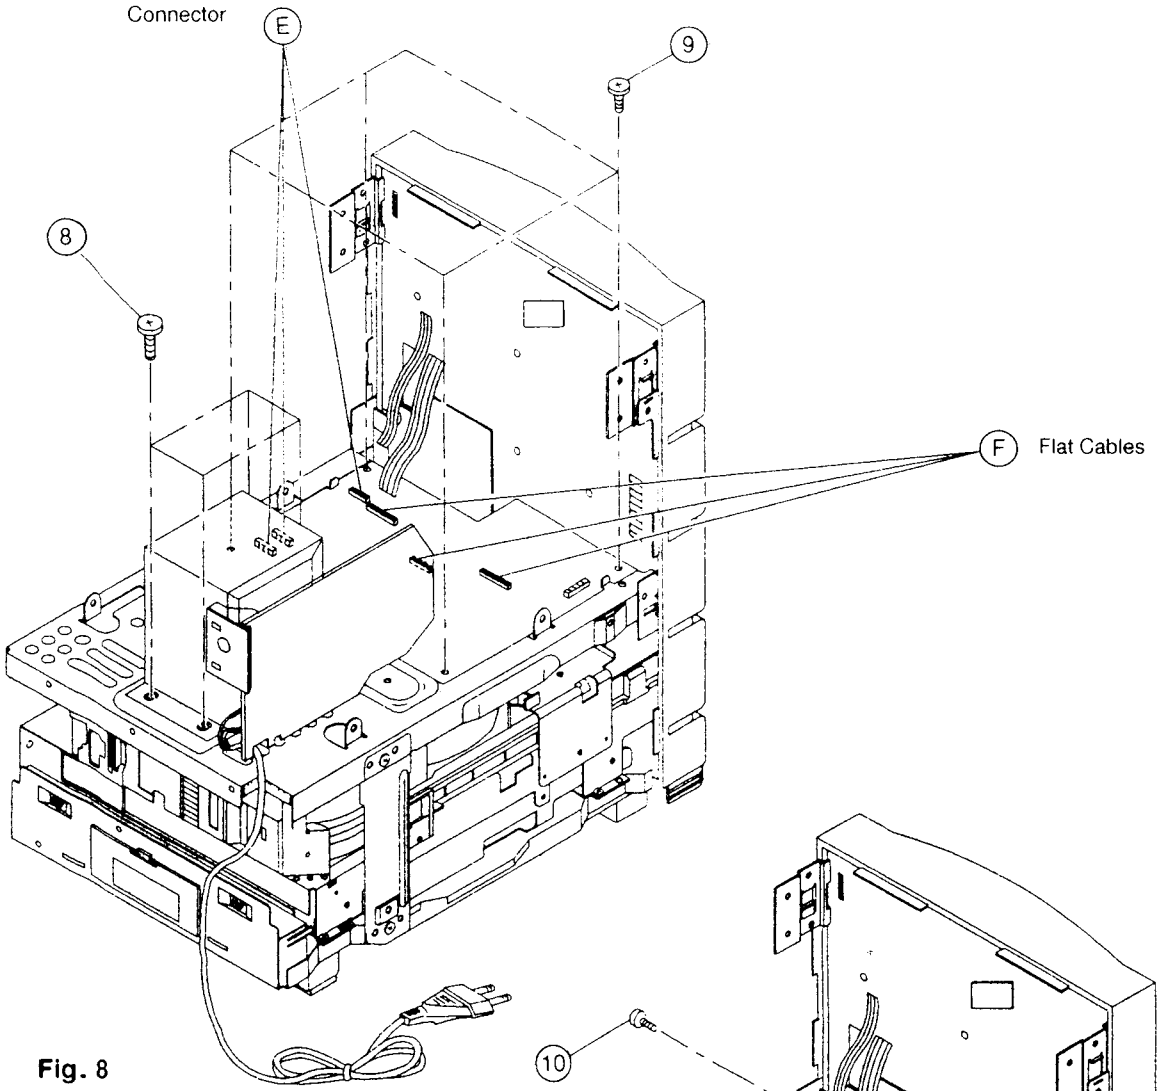

Fig. 8
(1) Remove 2 screws ⑦ from the center chassis.
(2) Gently pull the TD P.W.B. free from the 1 connector Ⓓ on the Display P.W.B.
8. **Removal of Power P.W.B. (Fig 8)**
9. **Removal of CD P.W.B. (Fig 8)**